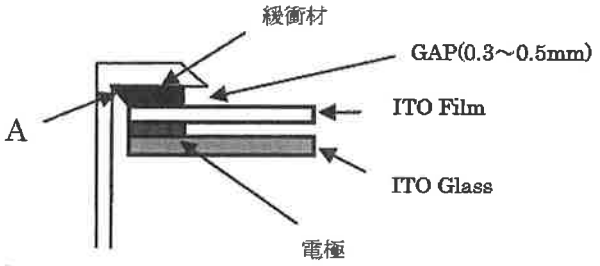

図 10-1
(1) ｹｰｽを使う場合、Aの周辺のｴﾘｱに力が掛からない様な構造に設計して下さい。図 10-1 のように隙間に緩衝材を入れることを推奨します。
(2) ﾍﾞｾﾞﾙの重なりで TP のｱｸﾃｨﾌﾞｴﾘｱに力が掛かる設計は避けて下さい。
(3) 通常の使い方でﾍﾞｾﾞﾙが TP の表面に地下輪を加えることを避けるために、ﾍﾞｾﾞﾙと TP の間に 0.3mm～0.5mm のｷﾞｬｯﾌﾟを推奨します。
(4) 図 10-1 のようにﾍﾞｾﾞﾙとTPの間に緩衝材の使用を推奨します。